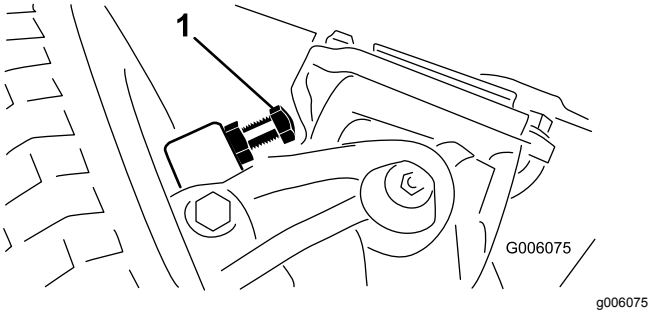

Figur 69
1. Gänga in eller ut skruvarna tills du får ett spel på 0,23 cm, se Figur 69.